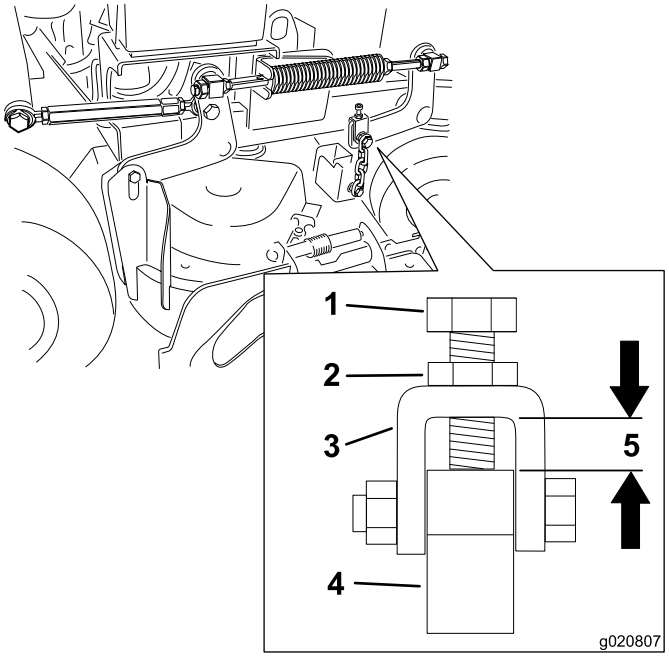

Figur 83
Merk: Avstanden må være 11 mm, som vist i Figur 83.
12. Løsne låsemutteren og juster justeringsbolten for å oppnå den korrekte avstanden som vist i Figur 83.